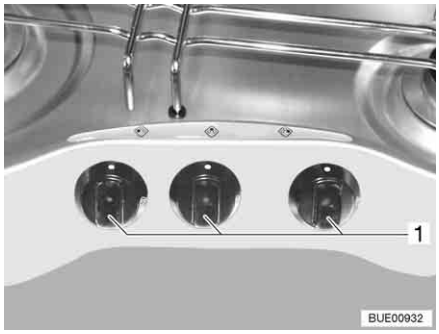

Fig. 135 Operating controls for gas cooker
- ■ Turn the control knob (Fig. 135,1) on the burner you wish to use to the ignition position (large flame).